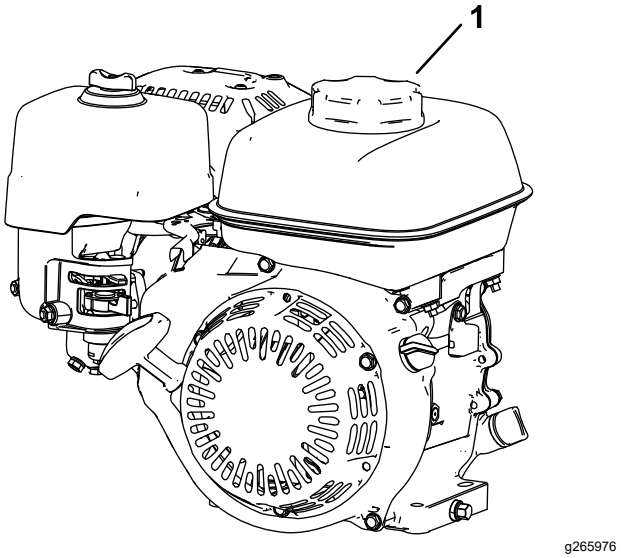

Figuur 17
1. Reinig de omgeving van de tankdop en verwijder de dop van de tank (Figuur 17). Vul de brandstoftank tot de onderkant van de opening van de vulbuis; raadpleeg de *Gebruikershandleiding* van uw motor.